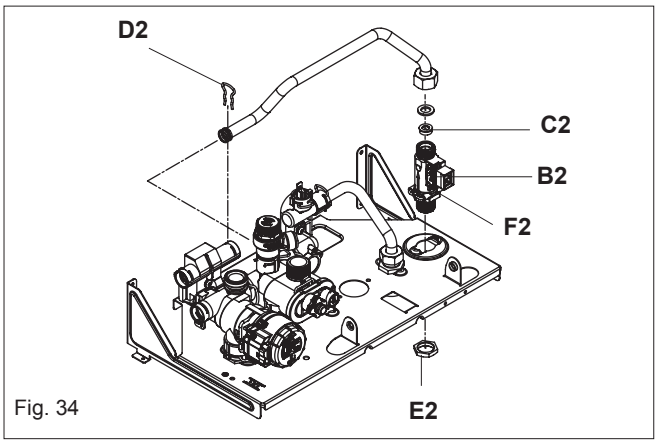

Fig. 34
6.20.1 DHW FLOW RESTRICTOR (fig. 34)
6.20.2 DHW FLOW SWITCH (fig. 34)